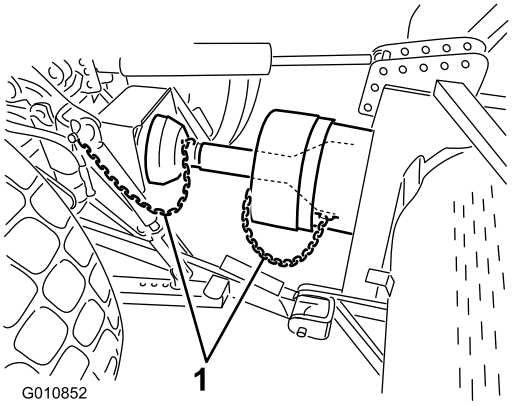

Figuur 21
6. Sluit de veiligheidskettingen aan op het aftakasscherm en de beugel van de tractor (Figuur 21). Controleer